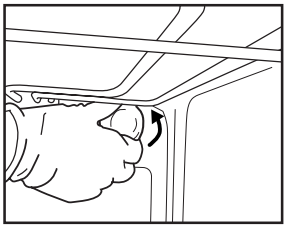

Рис. 6
2. Викрутіть плафон (Рис. 6), замініть лампочку (див. примітку щодо типу лампочок) і закрутіть плафон назад.